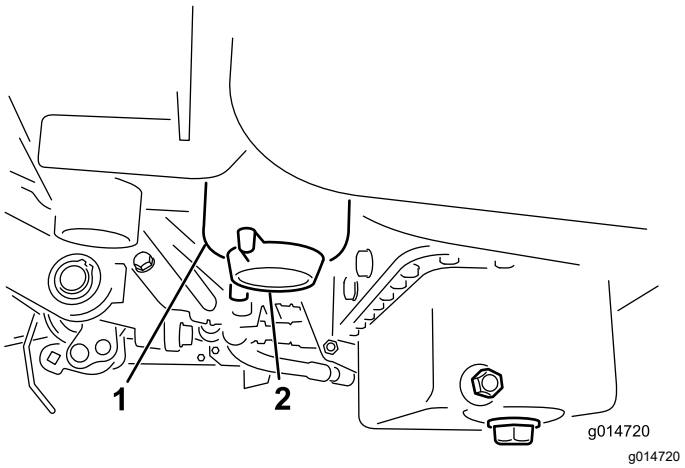

**Figura 34**
3. Aprite il tappo di spurgo sul filtro del carburante di circa un giro e lasciate fuoriuscire l'acqua accumulata (Figura 34).